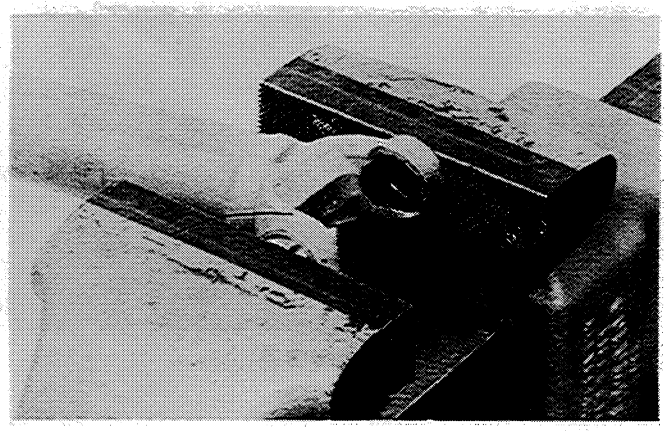

Figure 34
2. Use your hand to start one of the bearing caps into one of the bores in the shaft yoke. Put the shaft yoke in the vise as shown in Figure 34. Tighten the vise until the inner end of the bearing cap is even with the inner edge of the bore in the shaft yoke.